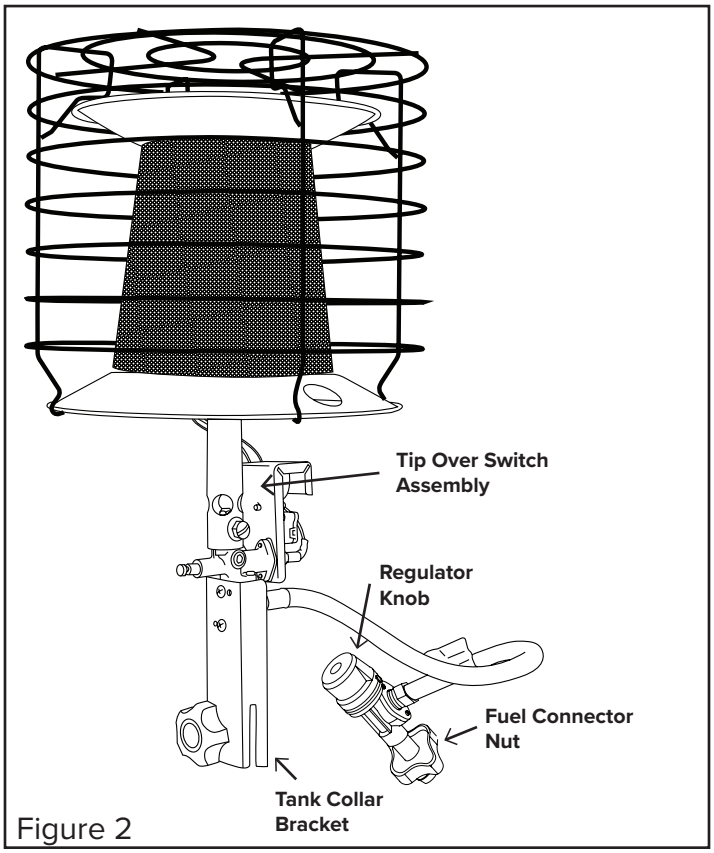

Figure 2
3. Place the plane washer on the tank collar bracket and then insert the support bolt (see Figure 2)